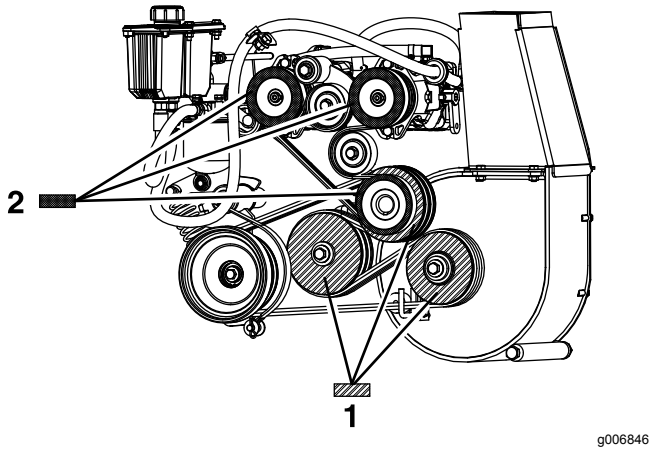

Figura 64
8. Medindo desde a polia do soprador como linha de base, mova o motor e o eixo secundário até que a superfície traseira de todas as três polias esteja alinhada entre 0,8 a 1,6 mm (Figura 64).
4. Utilizando uma extremidade direita, alinhe cada polia da bomba com a polia do motor deslizando-a ao longo do veio da bomba (Figura 64).